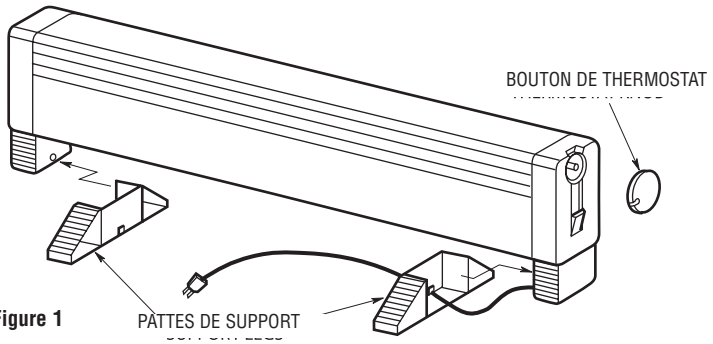

Figure 1
2. Enlevez une patte de support en plastique et un bouton de thermostat de l'emballage au fond du radiateur. La patte de support du côté droit est déjà montée avec le cordon d'alimentation et n'aura plus besoin que d'être enfiché en place comme montré en figure 1.
3. Adaptez les pattes de support de gauche et de droite sur le radiateur en les encliquetant en place comme montré en Figure 1.
4. Posez le bouton de thermostat sur la tige de thermostat comme montré en Figure 1.
4. Ne faites pas fonctionner le radiateur sans que ses pattes de support soient fixées comme montré en Figure 1.